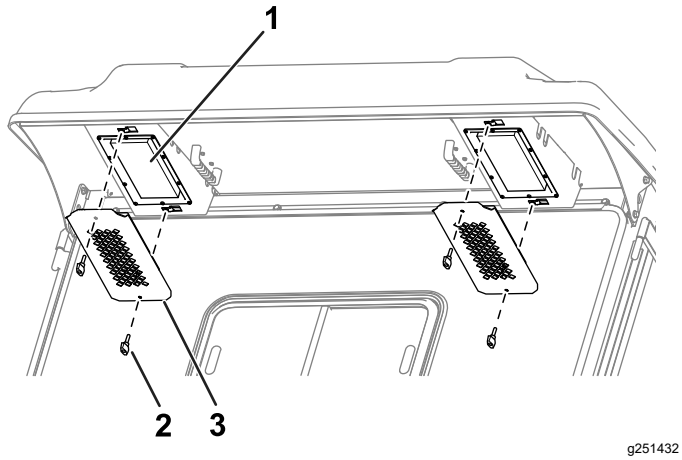

**Bild 83**
1. Entfernen Sie die Drehknöpfe und Roste vom hinteren Überhang der Kabine (Bild 83).
4. Verwenden Sie die Drehknöpfe und Roste, um die Filter in die Kabine einzubauen (Bild 83).